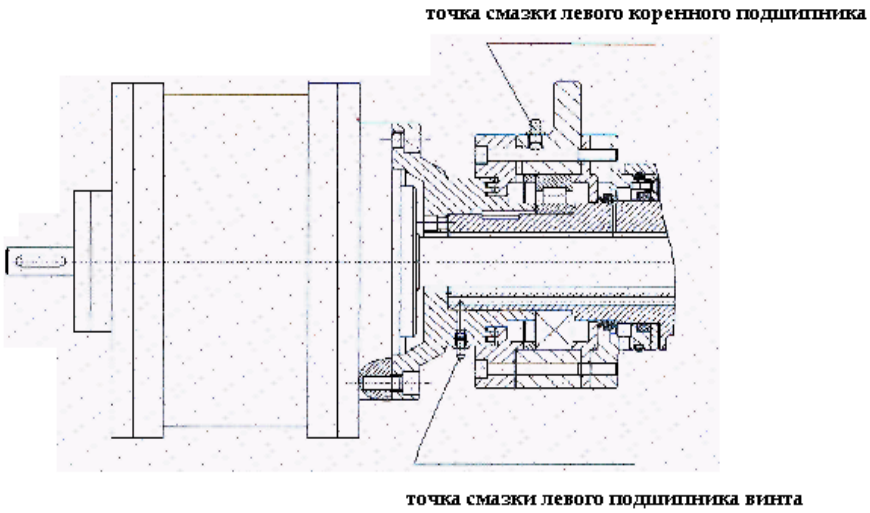
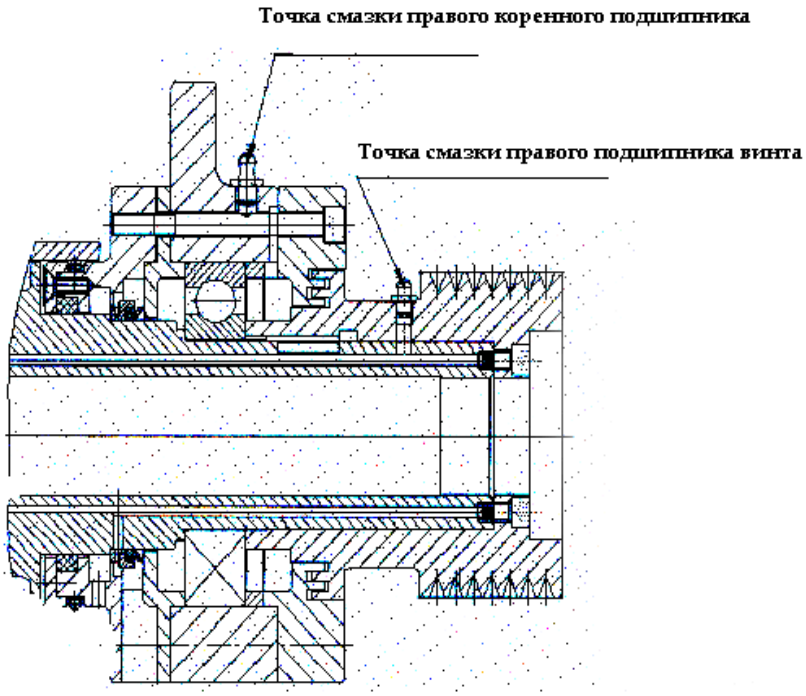

Рис. 8 Смазка левого подшипника и левого коренного подшипника
Рис. 9 Смазка правого подшипника и правого коренного подшипника
1. Точка смазки: Точка смазки левого подшипника винта - цапфа съемной крышки и большой крышки (См рис. 8 относительно деталей), а точка смазки правого подшипника винта - цапфа шкива и малой крышки (См рис. 9 относительно деталей)
(См рис. 8 и 9)
1. Точка смазки: верхняя часть подшипника. См рис. 8 и 9 относительно деталей